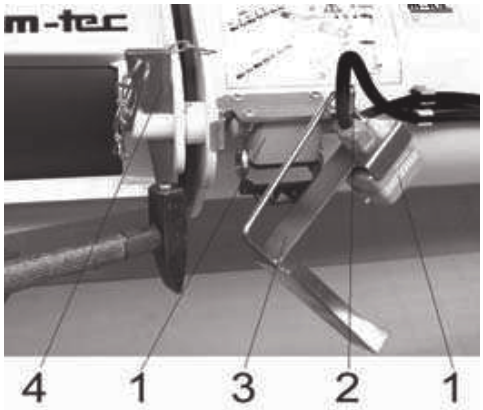

Figure 8a:
- Pull off the safety handle (Figure 8a,1) and attach to holding plate (Figure 8a,2).
- The power is disconnected by disconnecting the plug connector (Figure 8a,3). First switch off motor with the double push button and main switch.
- Remove the two clamping wedges between infeed and mixing pipe (Figure 8a,4).